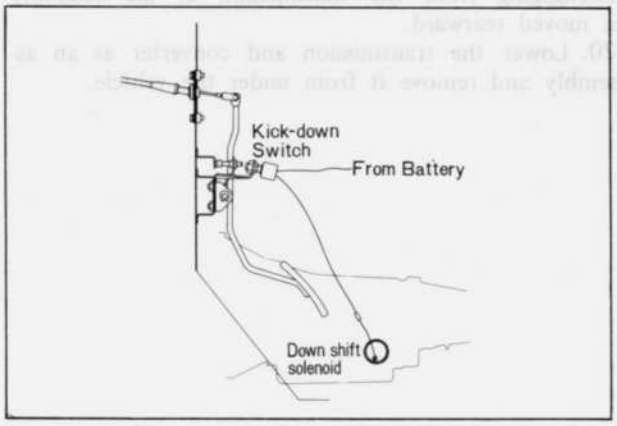

Fig. 7B–6 Kick-down switch adjustment
2. Loosen the kick-down switch attaching nut and adjust the switch to engage when the accelerator pedal is between 7/8 ~ 15/16 of full pedal travel. The down shift solenoid will click when the switch engages (Fig. 7B–6).